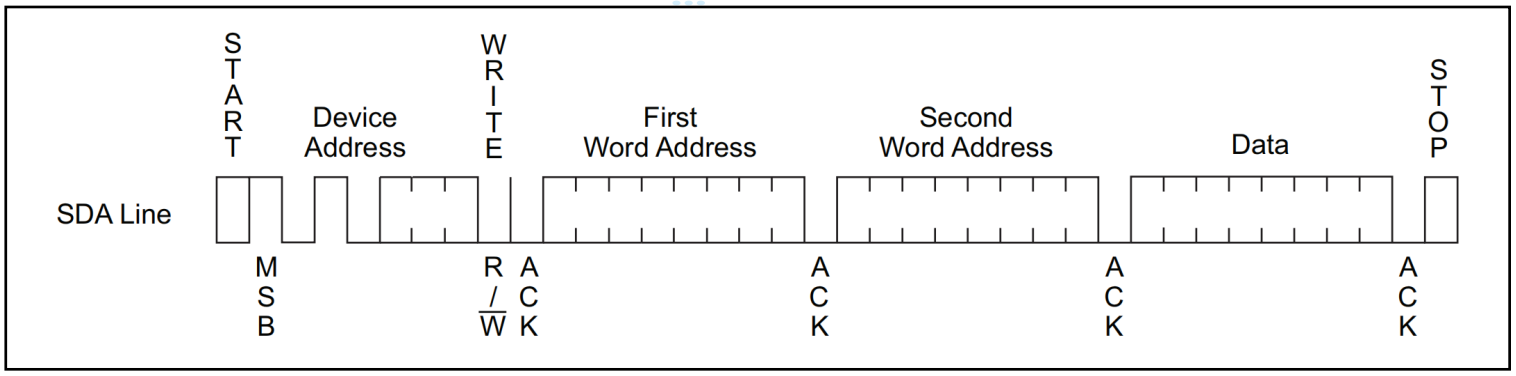

Figure 8. Byte Write
**Byte Write:** A Byte Write operation requires two 8-bit data word addresses following the device address word and acknowledgment. Upon receipt of this address, the EEPROM will again respond with a zero, and then the part is to receive an 8-bit data word. Following receipt of the 8 -bit data word, the EEPROM will output a zero. The addressing device, such as a microcontroller, then must terminate the write sequence with a Stop condition. At this time, the EEPROM enters an internally-timed write cycle, $t_{WR}$, to the nonvolatile memory. All inputs are disabled during this write cycle, and the EEPROM will not respond until the write is complete (see Figure 8).